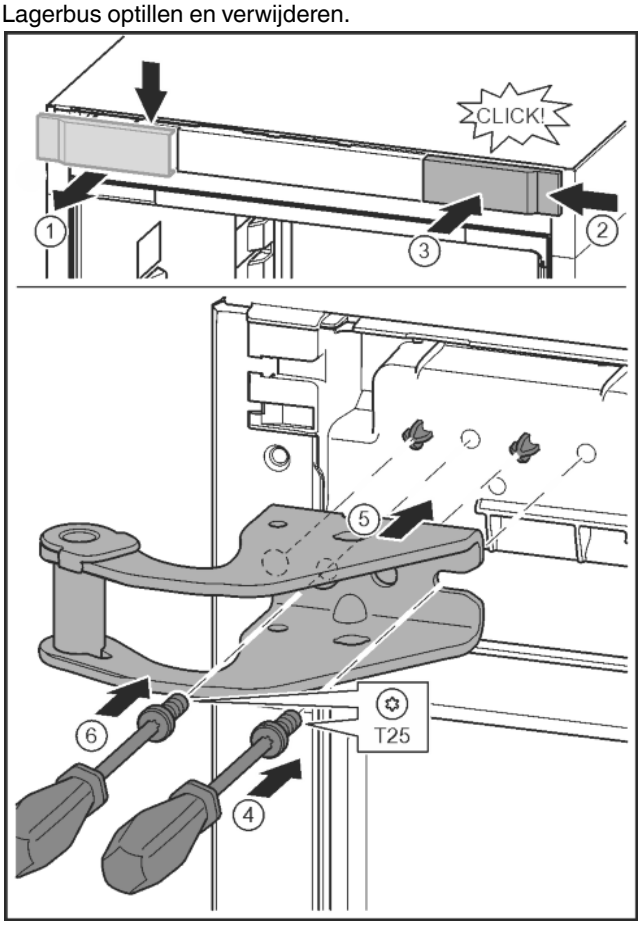

Fig. 12
▶ Afdekking losmaken en zijdelings verwijderen. *Fig. 12 (1)*
▶ Afdekking 180° gedraaid op de andere kant van rechts aanbrengen. *Fig. 12 (2)*
▶ Afdekking vastklikken. *Fig. 12 (3)*
▶ Schroef met schroevendraaier T25 aandraaien. *Fig. 12 (4)*
▶ Bovenste lagerbus plaatsen. *Fig. 12 (5)*
▶ Schroef vastdraaien. *Fig. 12 (4)*
▶ Schroef met schroevendraaier T25 aanbrengen en vastdraaien. *Fig. 12 (6)*